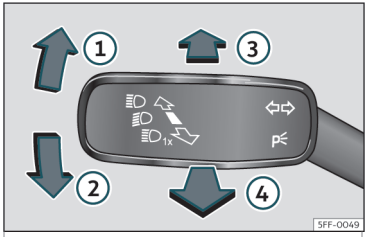

Fig. 86 Turn signal and main beam lever.
- From the base position, press the turn signal and main beam headlights lever forwards ››› **Fig. 86** ③ When the lamp is displayed on the instrument panel display, the main beam assist is switched on.
- **OR:** while the main beam is on, pull the turn signal light and main beam headlights lever forwards››› **Fig. 86** ④.